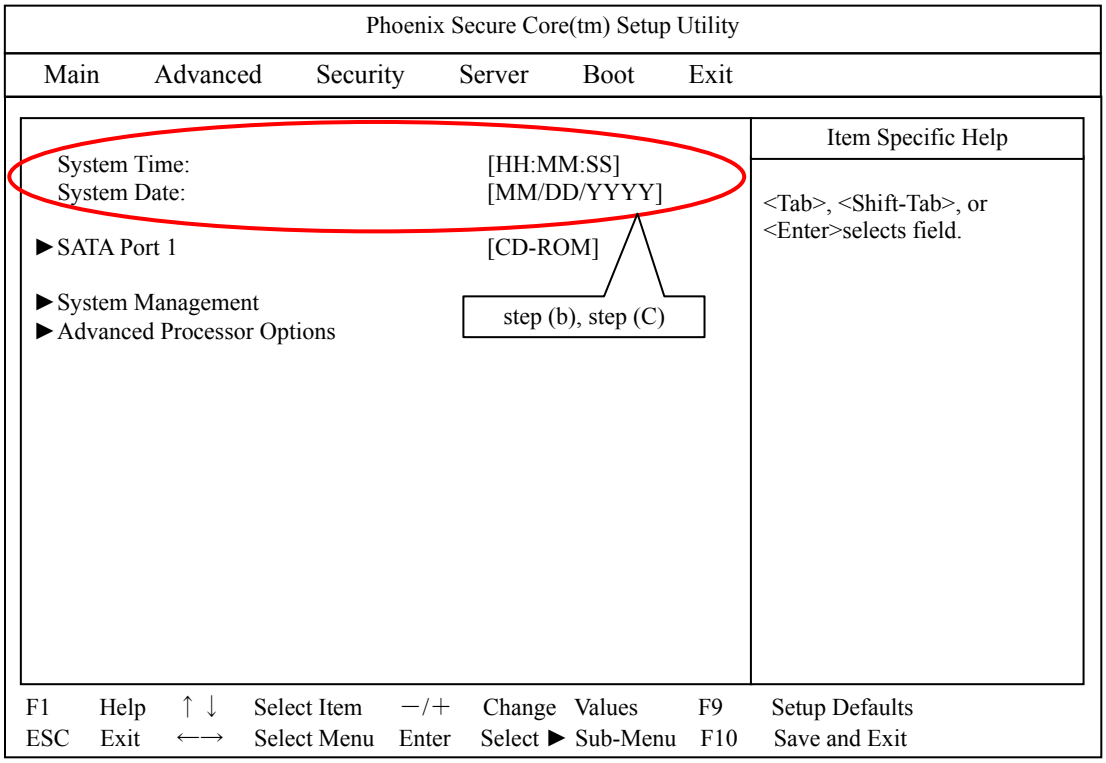

Figure B.2.4-1 Main Menu window
(2) Select "System Time" from the Figure B.2.4-1 Main Menu Window, and then manually enter the UTC time that is obtained from/by either of the following:
(3) Select "System Date" from the Figure B.2.4-1 Main Menu Window, and then manually enter the UTC date that is obtained by the same procedure as the step (2) above.